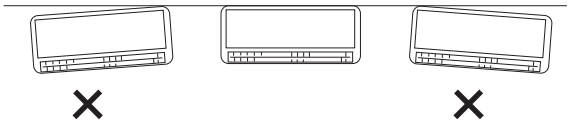

Fig. 3-11
(2) Bien vérifier avec un niveau de charpentier ou un mètre-ruban que le panneau est de niveau. Ceci est important pour monter correctement l'unité. (Fig. 3-11)
(3) S'assurer que le panneau est bien plaqué contre le mur. Tout espace entre le mur et l'unité donnera lieu à du bruit et des vibrations.